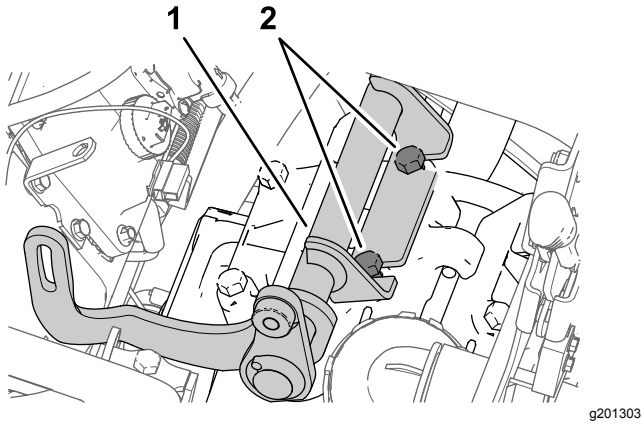

Figur 177
2. Juster generatorbeslaget mellem de bolte, du løsnede og som vist i trin 1, og pumpehovedet Figur 177.